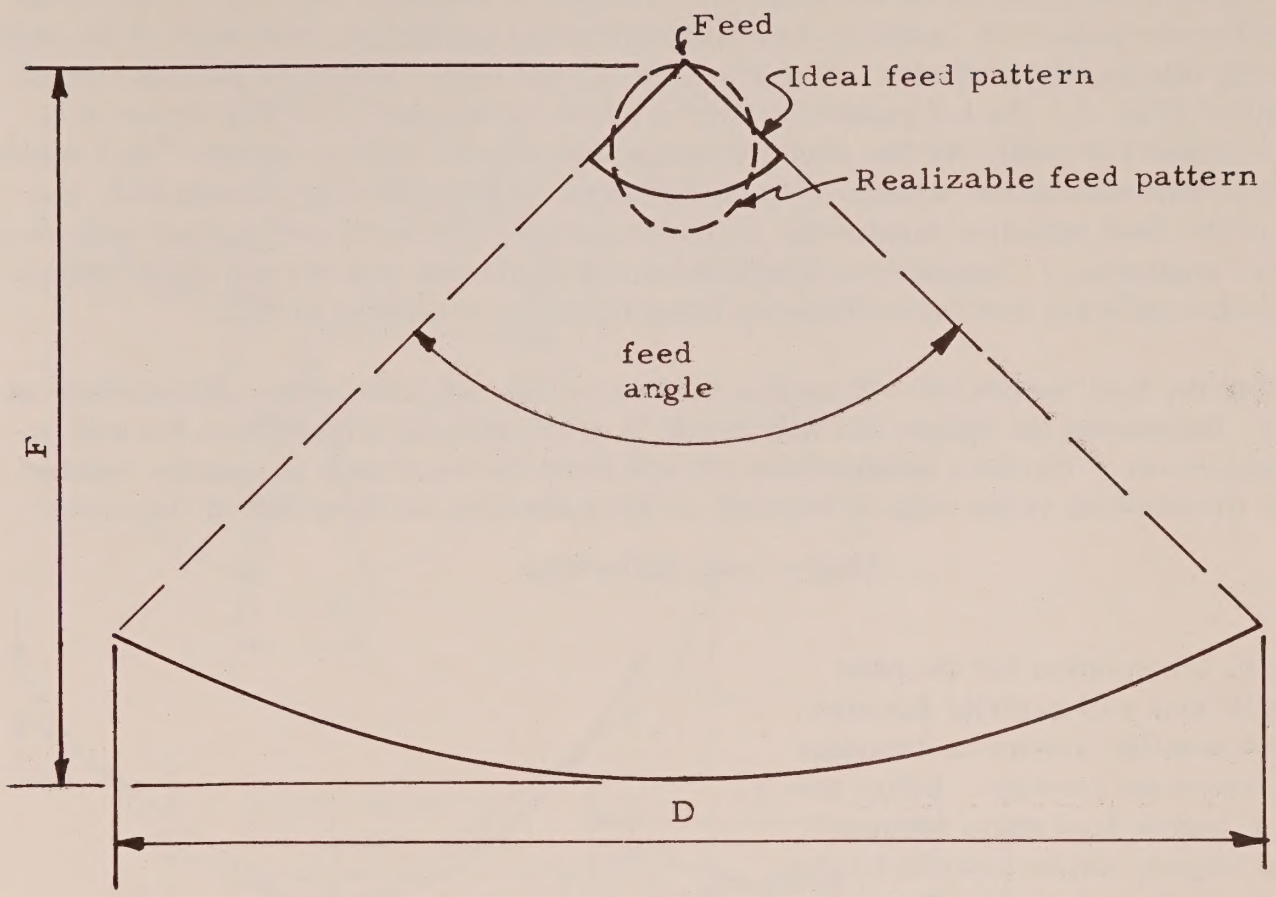

Fig. 1. Feed geometry for a parabolic reflector.
The optimum solution for conical reflectors has been worked out mathematically[1] and it turns out that surprisingly large reflectors can be built with a small number of cones without exceeding the 1/16 wavelength tolerance. For instance, the two-cone solution permits building reflectors up to a diameter of 13.86 wavelengths. That's 10 1/2 feet at 1296 Mc., or 31 1/2 feet at 432 Mc. This maximum size is worked out on the basis of a 120 degree feed angle, or an F to D ratio of .423, as this is a typical value (see Fig. 1.) If the focal length, F, is increased, the feed angle will be less, making possible a larger dish before the 1/16 wavelength tolerance is exceeded.
Maximum gain from a parabolic reflector type antenna is achieved only when illuminated with a uniformly-polarized, uniform-amplitude spherical wavefront, with none of the incident energy missing the reflector. The ideal feed would have a radiation pattern shaped like a sector (Fig. 1.) Such a pattern is impossible to synthesize, and in practice it is usually necessary to settle for the common-place lobe-shaped pattern shown. This easily-realized pattern suffers two defects: (1) the reflector is not uniformly illuminated, and (2) part of the feed radiation misses the reflector entirely and is wasted (called spill-over by antenna engineers.) Nonuniform illumination and spill-over are the two main reasons for parabolic reflector aperture efficiency being typically around 50 to 65%.